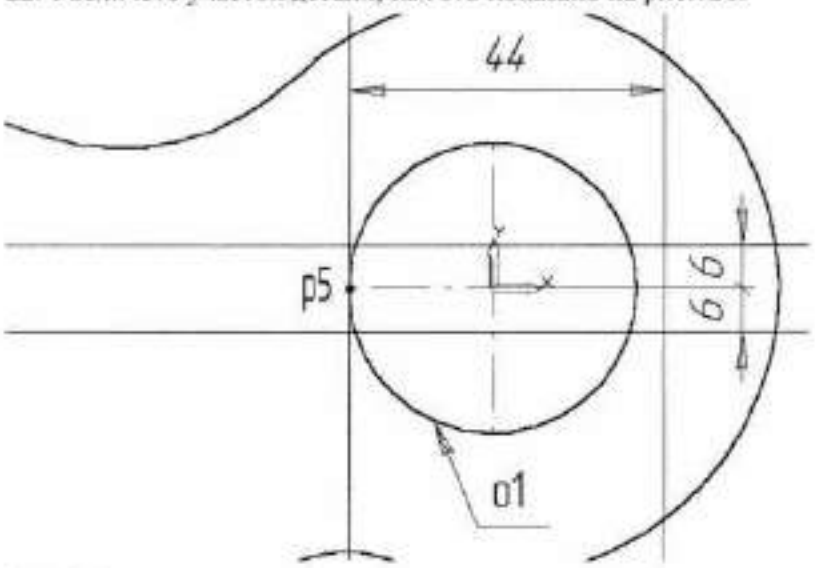

Рис. 126
22. Увеличьте участок детали, как это показано на рис.126.
23. С помощью команды ***Вертикальная прямая*** на Панели расширенных команд ввода вспомогательных прямых постройте вертикальную прямую через точку p5 на левом квадранте окружности o1, рис. 126.